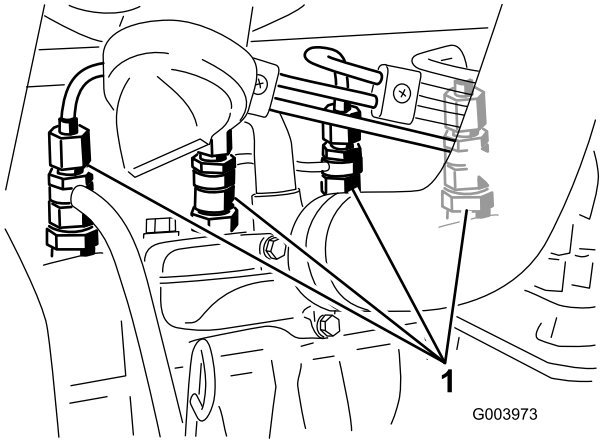

Figur 58
1. Løsn rørforbindelsen til indsprøjtningsenhed nr. 1 og holderen (Figur 58).